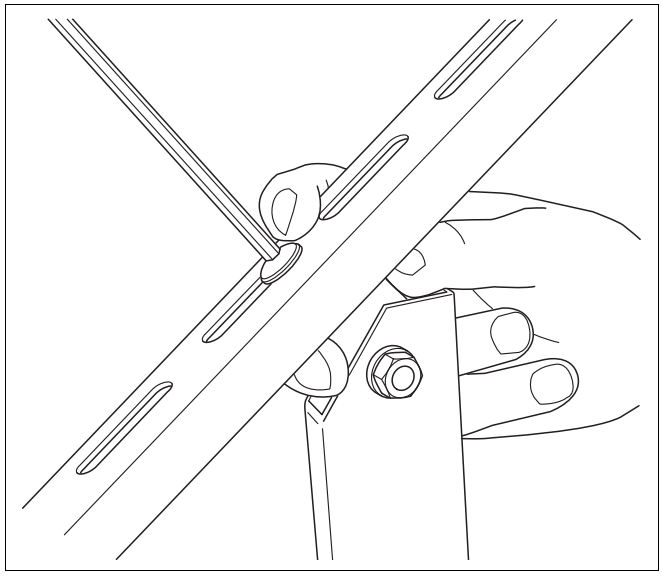

Afb. 16 Steunen aan de collectorsteun vastschroeven
- Schroef de steunen (afb. 16) met behulp van een schroef met bolle kop vast aan de bovenste aanslag van de lange bevestigingsopening.